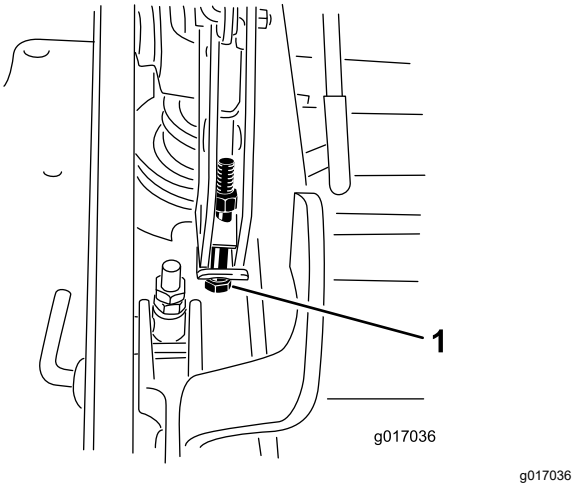

Figur 117
12. Hvis klippeenheten er for lav, kan du stramme til ettrinnsjusteringsbolten ved å vri den med urviseren. Hvis klippeenheten er for høy, kan du løsne ettrinnsjusteringsbolten ved å vri den mot urviseren (Figur 117).